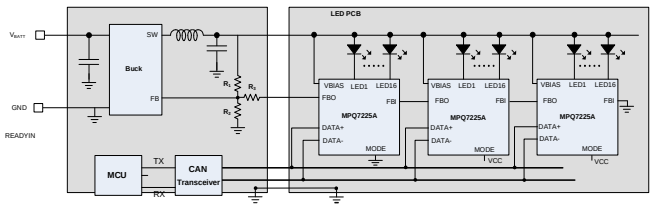

Figure 21: AFC Modulator Network
Figure 21 shows the AFC modulator network.
For example, if the MPQ7225A has 2 LEDs in series (V_{LED} = 6.3V), set V_{BIAS_O} = 7.1V when FBO is open. If the DC/DC converter's V_{FB} is 0.8V (based on Equation (6)), select R_1 = 100kΩ so that R_2 = 12.7kΩ. If N is set to 100 via the OTP, set R_3 = 100kΩ. Then the pre-V_{BIAS} voltage is 6.71V based on Equation (5). When N changes from 14 to 244, V_{BIAS} changes from 5.9V to 7.6V, so consider the pre-V_{BIAS} value set via the OTP as well as resistor selection when making this connection. The connection shown in Figure 21 on page 41 minimizes the V_{BIAS} range.